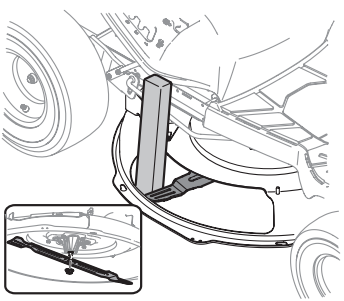

Figura 21
2. Use un bloque de madera o un 2 x 4, insértelo dentro de la abertura de la plataforma y haga girar la cuchilla hasta que la madera haga cuña entre la abertura de la plataforma y la cuchilla de corte (Figura 21).